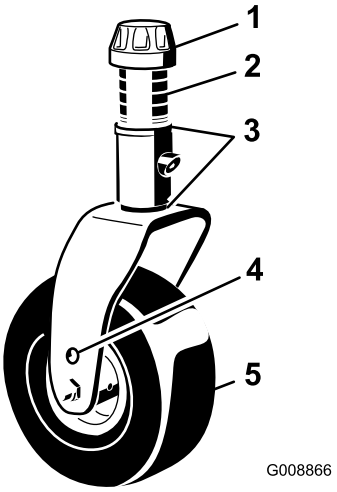

Figur 30
3. Justera mellanläggen (3 mm) på de främre svänghjulsgafflarna så att de stämmer överens med klipphöjdsdekalen (Figur 30). Se Justera klipphöjden (sida 24).